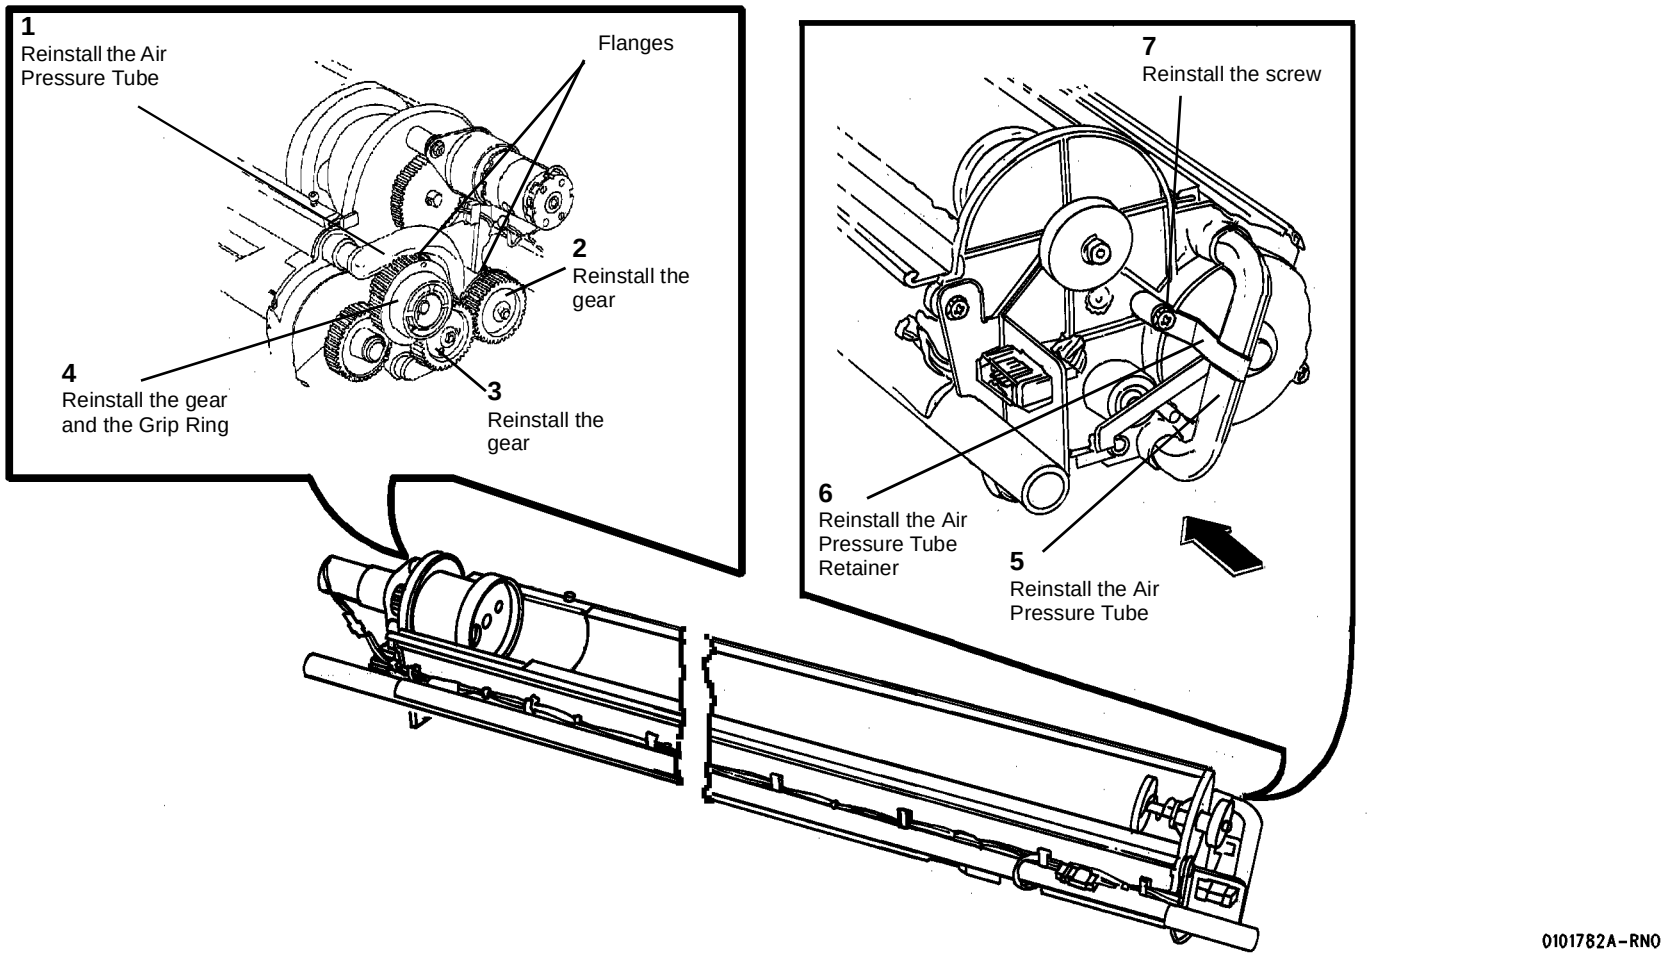

**Figure 2 Reinstalling the Air Pressure Tubes**
1. (Figure 2): Reinstall the Air Pressure Tubes.